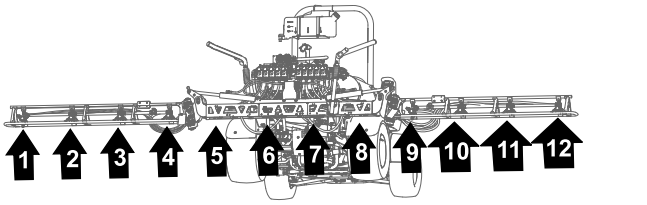
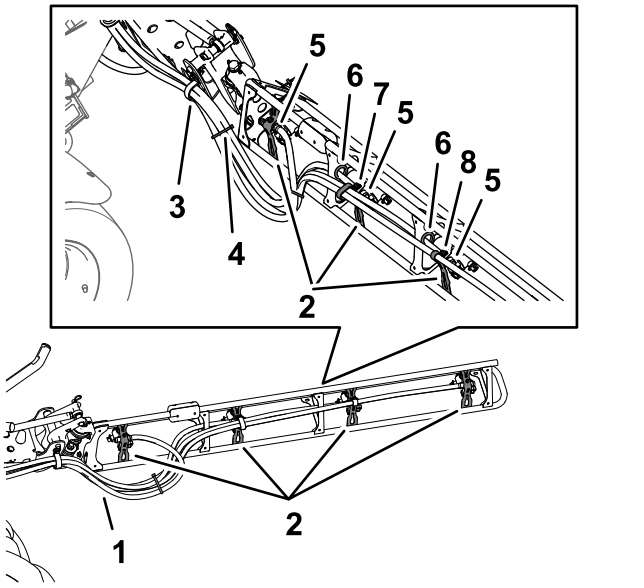

Figuur 127
Figuur 128
1. Leid de slangen voor spuitdoppen 1, 2, 3 en 4 door de R-klem aan het linkerbuiteneinde van de middelste spuitboom (Figuur 127 en Figuur 128).
2. Leid de slangen voor spuitdoppen 7, 8, 9 en 10 door de R-klem aan het rechterbuiteneinde van de middelste spuitboom (Figuur 127 en Figuur 128).
3. Leid de toevoerslangen van 279 cm en de geribde slangstelen (3/4 inch) langs de spuitboom naar spuitdoppen 1 en 10 zoals in Figuur 127 en Figuur 128.
4. Leid de toevoerslangen van 234 cm en de geribde slangstelen (3/4 inch) langs de spuitboom naar spuitdoppen 2 en 9 zoals in Figuur 127 en Figuur 128.
spuitboom naar spuitdoppen 3 en 8 zoals in Figuur 127 en Figuur 128.
6. Leid de toevoerslangen van 188 cm en de geribde slangstelen (3/4 inch) langs de spuitboom naar spuitdoppen 4 en 7 zoals in Figuur 127 en Figuur 128.
7. Bundel de 4 slangen van de spuitdoppen met een kabelbinder zoals in Figuur 128.